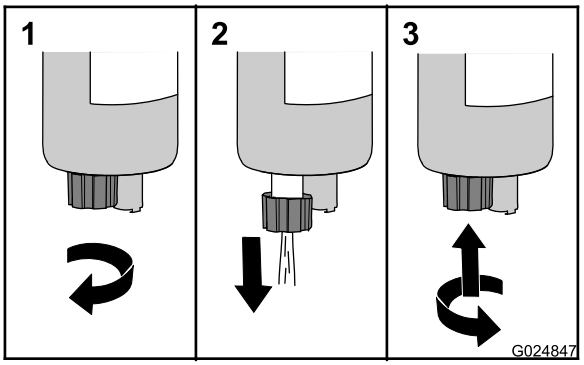

Рисунок 22
3. Поверните сливной клапан против часовой стрелки приблизительно на 3,5 оборота, пока клапан не выдвинется из водоотделителя (Рисунок 22).
4. Сливайте воду и осадки из водоотделителя, пока из крана не начнет выходить чистое топливо (Рисунок 22).
5. Поднимите кран вверх и поверните его по часовой стрелке до плотной затяжки от руки (Рисунок 22).